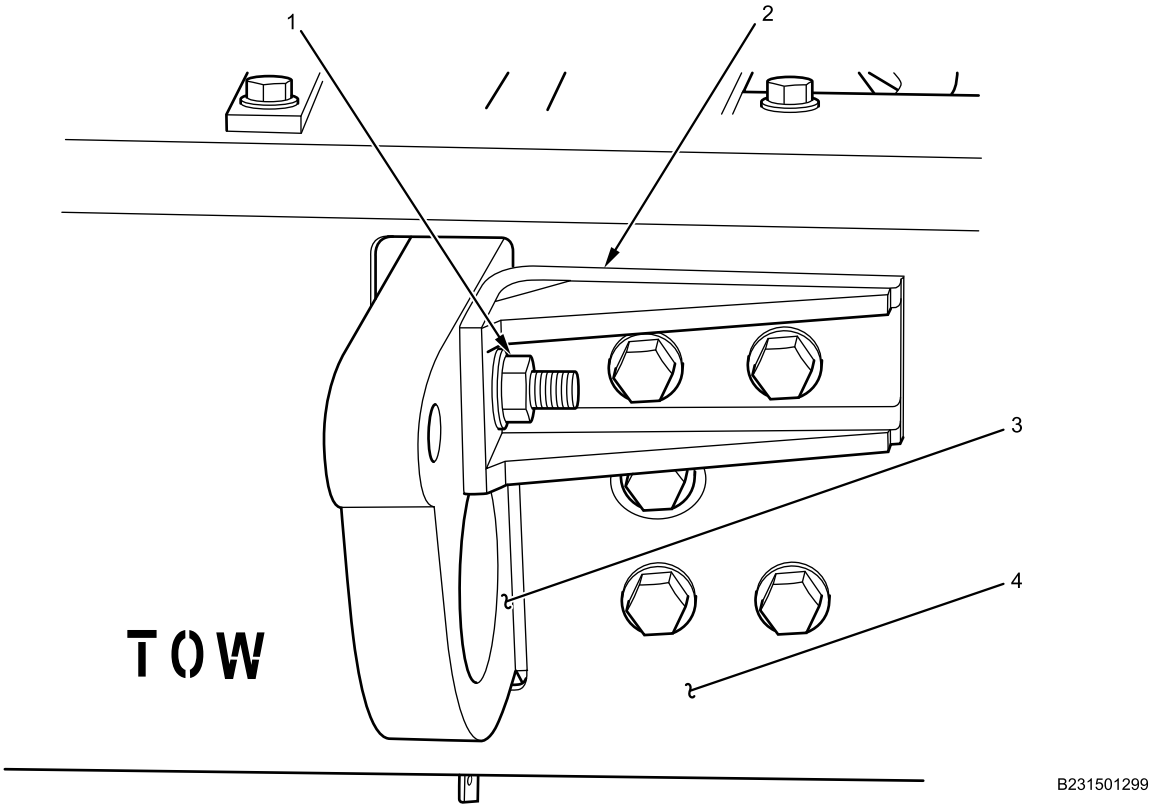

Figure 2. Front View of Right Front Towing Eye.
2. Remove bolt and nut (Figure 2, Item 1) that attach towing eye brace (Figure 2, Item 2) to towing eye (Figure 2, Item 3).
3. Remove towing eye (Figure 2, Item 3) through front bumper (Figure 2, Item 4).
1. Install towing eye (Figure 2, Item 3) through front bumper (Figure 2, Item 4) and loosely install bolt and nut (Figure 2, Item 1) that attach towing eye brace (Figure 2, Item 2) to towing eye.